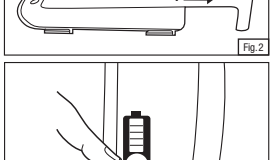
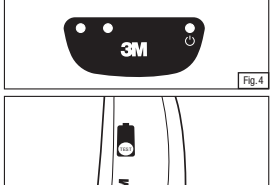

Fig.2
Fig.4
4. Carregando a bateria. Certifique-se de que os contatos elétricos dourados na bateria e no carregador se encontram limpos e livres de detritos. Insira a bateria no Carregador de Bateria TR-340 da 3M™, deslizando para dentro primeiro a extremidade traseira da bateria. Empurre para baixo a extremidade dianteira até ouvir o som de um estalo, quando ela se acomoda no lugar certo. (Fig. 2), o carregamento começará. Veja a Fig. 4 e Tabela 1 na seção de "Especificações" deste *Instruções de Uso* para uma lista de displays e significados do LED do carregador, bem como de tempos para carga de baterias.